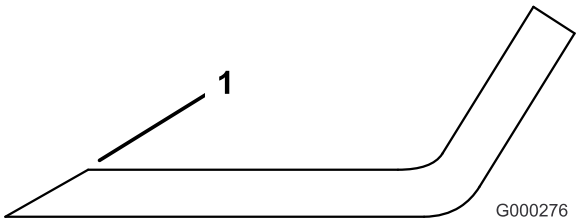

Figur 79
1. Anvend en fil til at slibe begge ender af skærekniven (Figur 79).